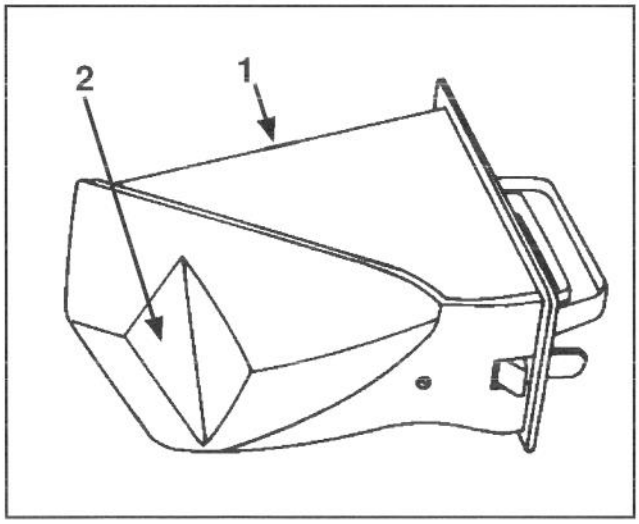

Abb. 9
C. Ein Mulchstöpsel, der im Auswurftunnel montiert wird (ein viertes Umlenkblech befindet sich auf dem Mulchstöpsel) (Abb. 9).
Das Mähen ist auch ohne den Mulchstöpsel möglich, wenn die Tür zum Auswurftunnel geschlossen wird. Aber das Aussehen Ihres Rasens wird zufriedenstellender sein, wenn der Mulchstöpsel mitverwendet wird, da er ein zusätzliches Umlenkblech (Abb. 9) hat, das das Geschnittene nach unten ins Gras schleudert.